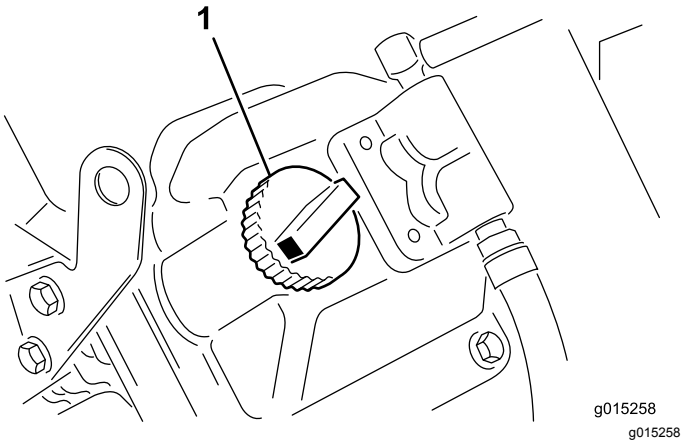

Figure 9
5. Si le niveau n'atteint pas le repère maximum, enlevez le bouchon du tube de remplissage et faites l'appoint jusqu'à ce que le niveau correct soit atteint (Figure 9).